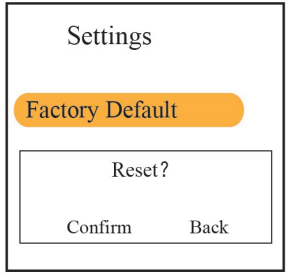

Figure 4.10J Default setting
- Version: For viewing version number of the software, as shown in figure 4.10J.